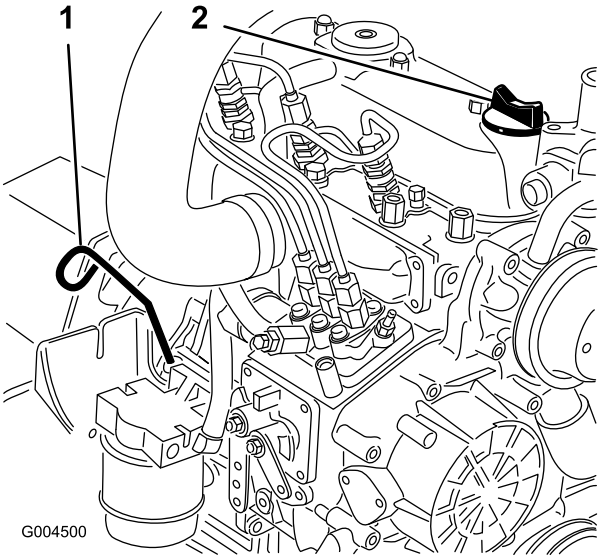

Figuur 40
3. Verwijder de peilstok uit de vulbuis (Figuur 40) en veeg deze schoon. Steek de peilstok daarna weer in de buis. Haal de peilstok eruit en controleer het oliepeil.
4. Als het oliepeil beneden de Vol-markering staat, verwijdert u de vuldop (Figuur 40) en vult u bij met olie totdat het oliepeil de Vol-markering op de peilstok bereikt.